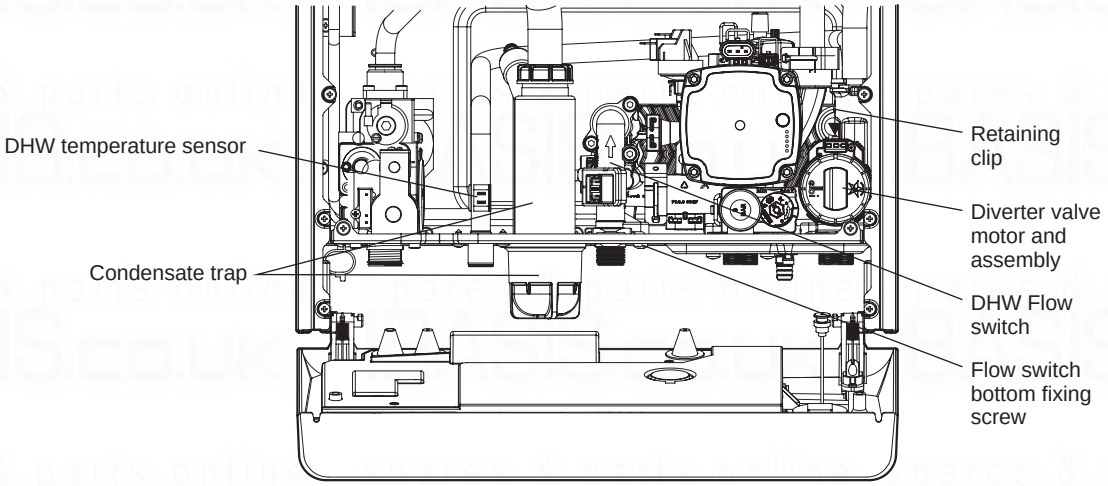

Fig. 7.3
7.13 DIVERTER VALVE MOTOR - Fig. 7.3
7.15 DHW TEMPERATURE SENSOR - Fig. 7.3
7.20 DHW FLOW SWITCH - Fig. 7.3